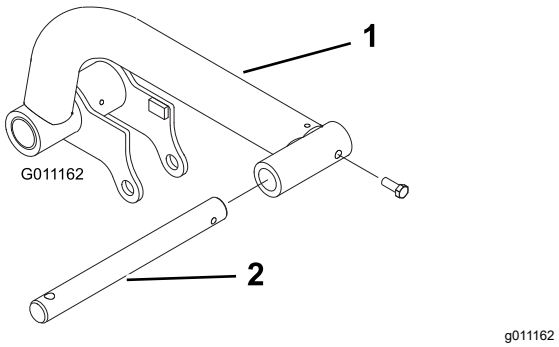

Rysunek 14
2. W tuleję każdego ramienia podnoszącego należy wetknąć jego wałek i zgrać otwory montażowe (Rysunek 14).